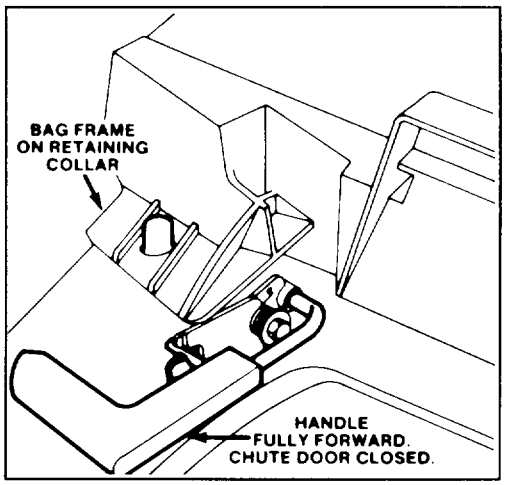

Figure 6
5. MULCHING—In summer when grass grows slower and is drier, mulch by closing chute door (Fig. 6). For convenience and protection, keep grass bag on mower.